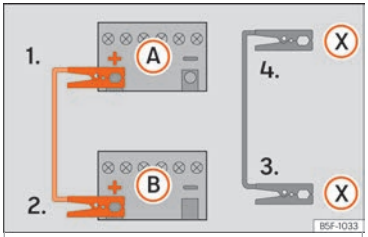

Fig. 44 Schéma de branchement pour les véhicules équipés du système Start-Stop.
4b. *Sur les véhicules avec système Start-Stop :* raccordez une extrémité du câble d'urgence *noir* (X) à une borne de mise à la terre appropriée, à une pièce métallique massive vissée au bloc-moteur, ou au bloc-moteur lui-même ››› **fig. 44**.
5. Branchez l'autre extrémité du câble de démarrage *noir* (X), dans le véhicule avec la batterie déchargée à une pièce en métal massif vissée au carter-moteur ou directement au carter-moteur mais le plus loin possible de la batterie (A).